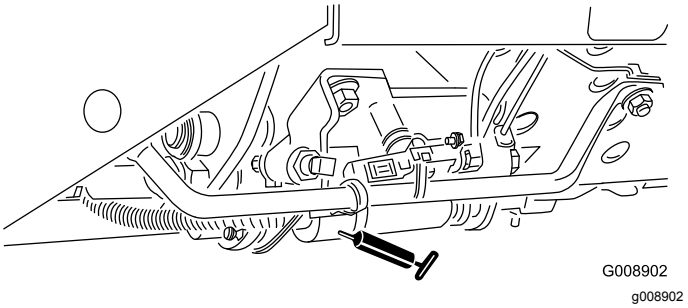

Figur 57
- Skjutreglage för klippning/transport (Figur 57)